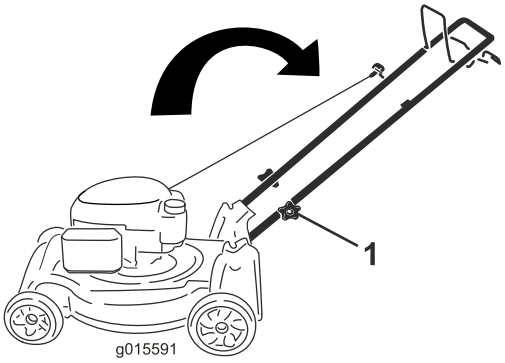

Figur 4
1. Handtagsvred (2)
2. Flytta handtaget till arbetsläget (Figur 4).